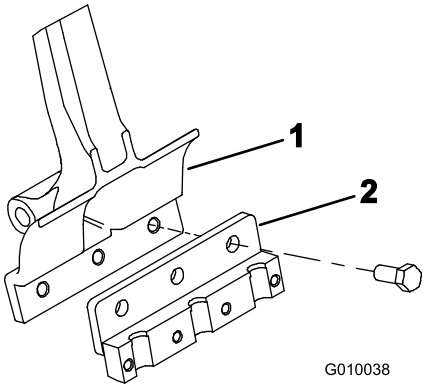

Figuur 22
2. Monteer een tandhouder op elke arm met behulp van 3 bouten (1/2 x 1-1/4 inch) (Figuur 22). Draai de bout vast tot 101,6 Nm.